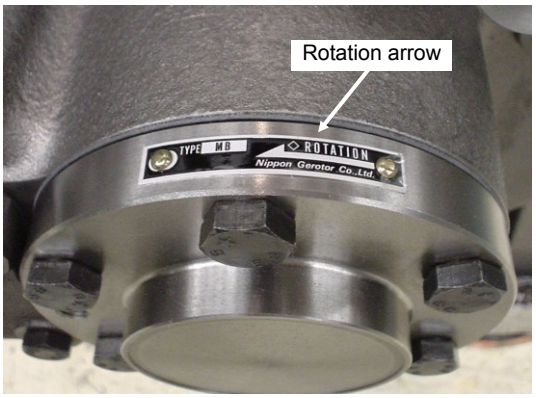

Fig. 5-61 Oil Pump Rotation Arrow
4. As shown in Fig. 5-61, rotate the oil pump until the rotation arrow indicating plate comes to top.